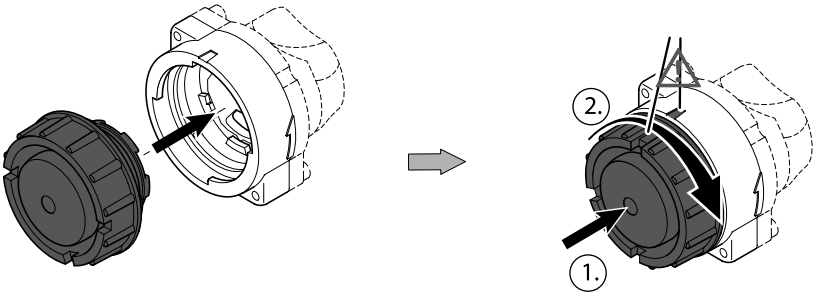

Fig. 17-3: Einsetzen des Bypasses mit Rückflussverhinderer in die Pumpenadapter
- Bypass mit Rückflussverhinderer aus dem Set NRVZ 10pc. mit dem Bajonettanschluss in den entsprechenden Gegenanschluss des Adapters einsetzen (siehe Fig. 17-3).
- Bypass mit Rückflussverhinderer in axialer Richtung kräftig andrücken und 1/4 Umdrehung im Uhrzeigersinn bis zum Anschlag drehen. Die Markierung auf dem Bypass muss mit der kürzeren Markierung auf dem Pumpenadapter übereinstimmen (siehe Fig. 17-3).